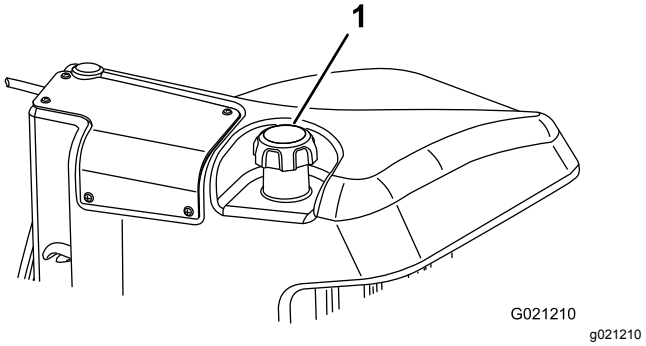

Figur 17
3. Ta bort locket från bränsletanken (Figur 17).